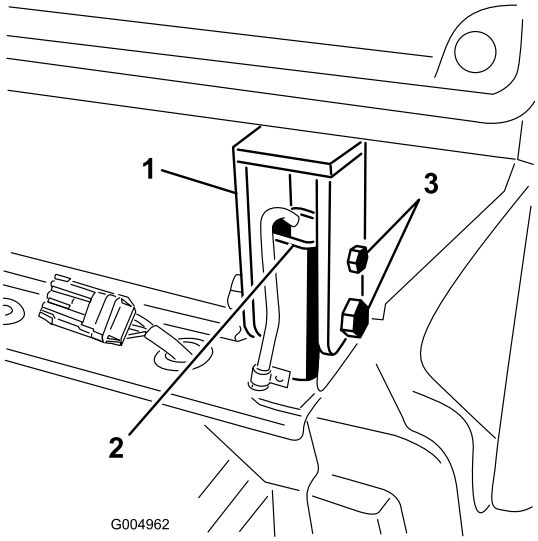

**Rysunek 81**
32. Odkręć śruby i nakrętki mocujące tylne punkty mocowania kabiny do słupków pałąka ROPS (Rysunek 81).